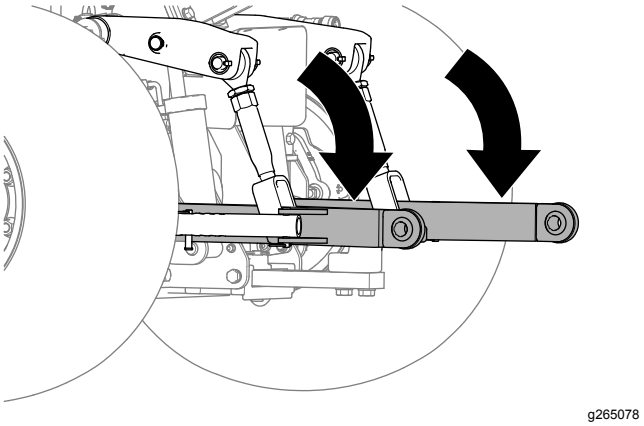

Rysunek 14
1. Opuść ramiona dolnego łącznika zespołu jezdnego (Rysunek 14).